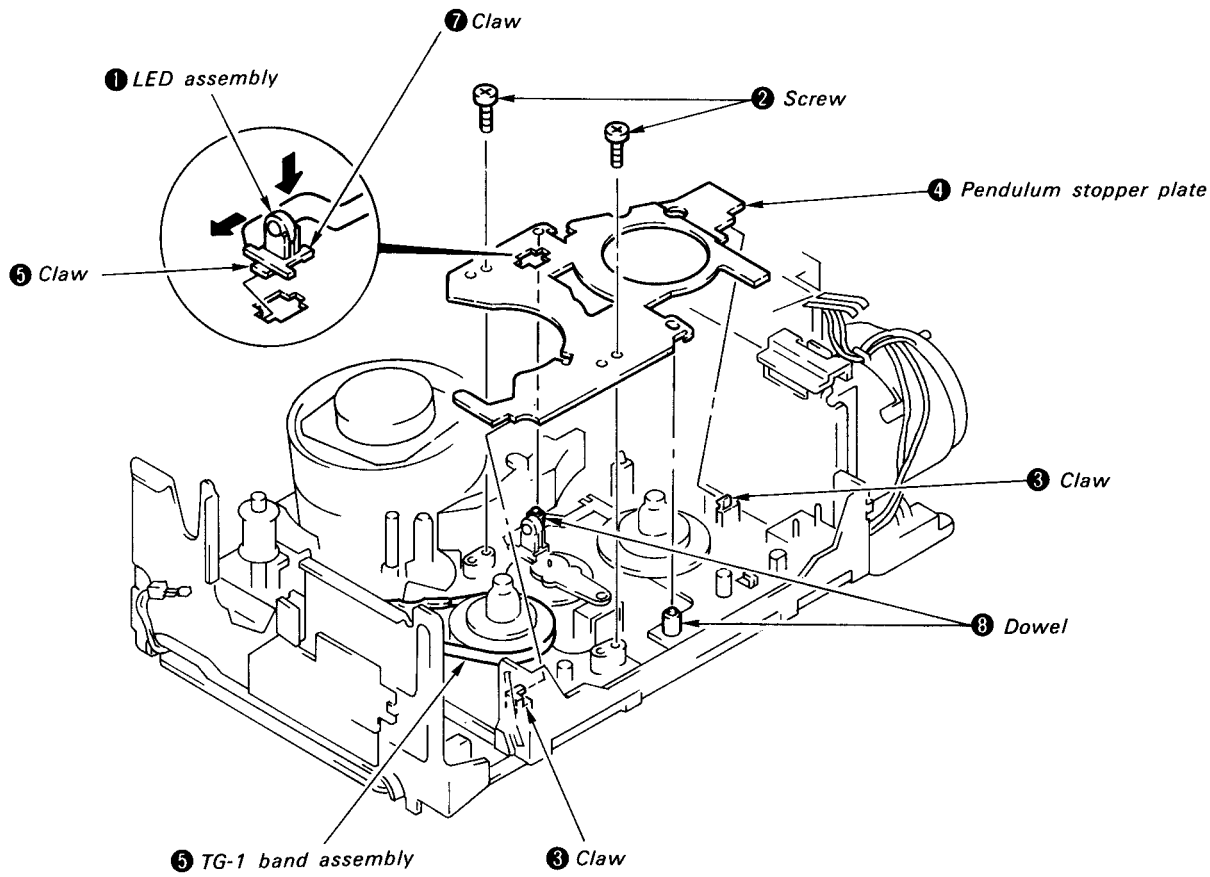

Fig. 2-13
As claw ❼ is easily broken, precaution should be taken in installation and removal. (See Fig. 2-13)